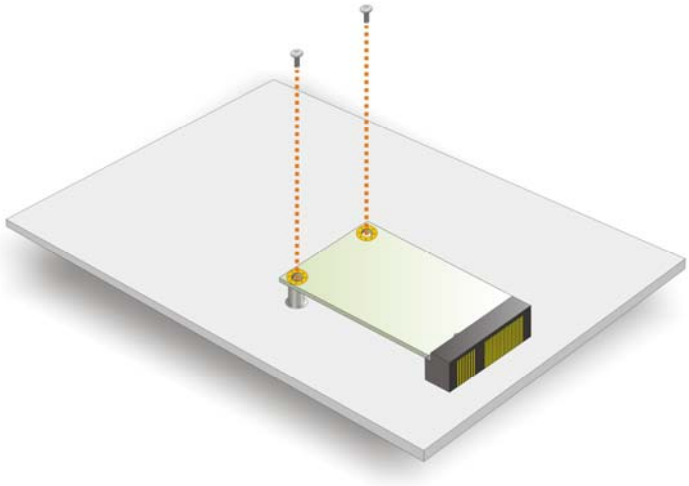

Figure 3-5: Securing the PCIe Mini Card
Step 4: **Secure the PCIe Mini card**. Secure the PCIe Mini card with the supplied retention screws (**Figure 3-5**).